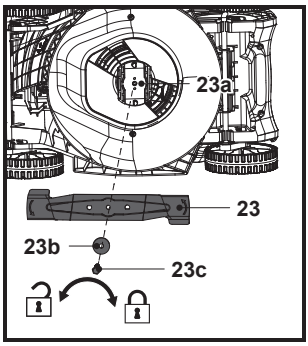

Fig. 19
5. Replace the cutting blade (23) with a new one of the same type. Check the status of blade holder (23a) onto the spindle firstly, then attach the cutting blade (23) to the blade holder (23a) by aligning it with the patterns on the blade holder (23a), fix the assembly with the flat washer (23b) and mounting bolt (23c), and tighten by hand.
6. Hold the cutting blade (23) firmly with a heavy-duty gloved hand and/or a wood stick, tighten the mounting bolt (23c) clockwise with 25Nm min, 30Nm max to ensure safe operation of your machine (Fig. 19).